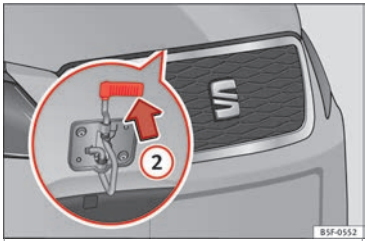

Fig. 9 Leva bajo el capó.
- Levante el capó. Haga presión hacia arriba sobre el saliente situado debajo del capó ››› **fig. 9** (2). El gancho de sujeción queda desbloqueado.